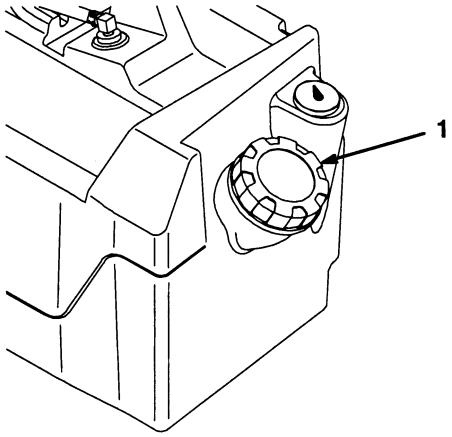

Afbeelding 2
2. Maak de omgeving van de dop van de brandstoftank schoon (Afb. 2).